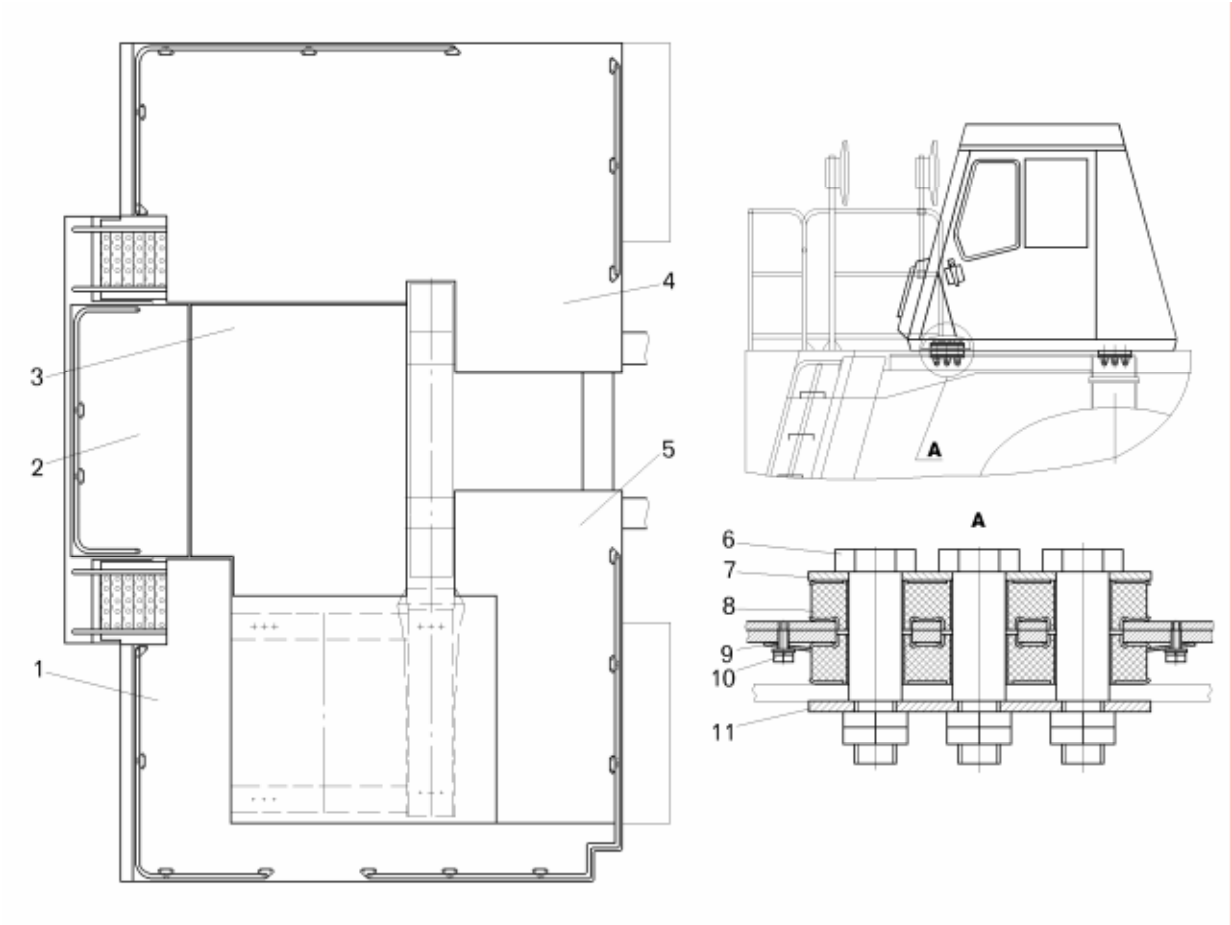

Рисунок 15.1 – Установка кабины и оперения:
Кабина – двухместная, цельнометаллическая, двухдверная, с термошумоизоляцией и мягкой внутренней обивкой, установлена слева на кронштейнах и крепится к ним в четырех точках болтами (рисунок 15.1) через резиновые амортизаторы, гасящие колебания кабины в движении.
– отсоединить болты (смотри рисунок 15.1) с гайками, которыми кабина крепится к балкам опоры;